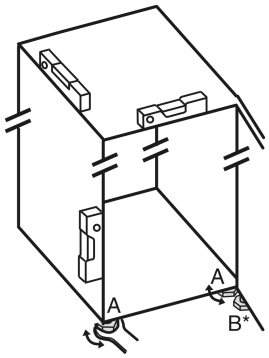

Fig. 34
▶ Stelvoetjes *Fig. 34 (A)* met meegeleverde steeksleutel en met behulp van een waterpas er uit draaien tot het apparaat vast en vlak is uitgelijnd.
▶ Stelvoetje *Fig. 34 (B)* op het lagerblok losdraaien met de bijgeleverde steeksleutel totdat deze op de vloer rust.
▶ Draai de verstelbare poot *Fig. 34 (B)* maximaal 90° verder om beschadiging van de deur te voorkomen.